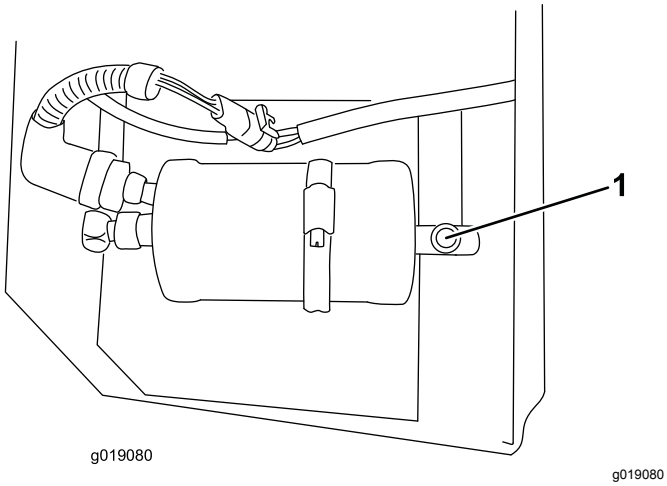

Figura 15
1. Utilizzando la spia di livello nel serbatoio di raccolta, controllate il livello del refrigerante (Figura 15).